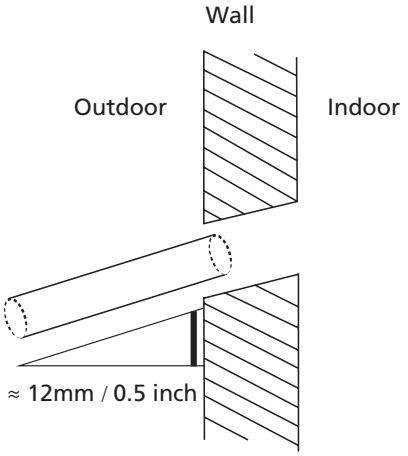

Fig. 6.5
3. Using a 65-mm (2.5") core drill, drill a hole in the wall. Make sure that the hole is drilled at a slight downward angle, so that the outdoor end of the hole is lower than the indoor end by about 12mm (0.5"). This will ensure proper water drainage (See Fig. 6.5). Place the protective wall cuff in the hole. This protects the edges of the hole and will help seal it once you finish installation.